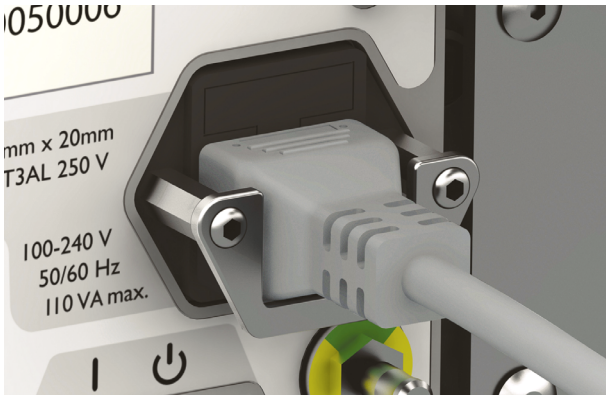

Figure 2-1 Electrical cord and clamp
2. On the back of the INOmax DS_{IR} Plus, ensure the electrical cord is connected to the electrical cord inlet and the clamp is tight (Figure 2-1).